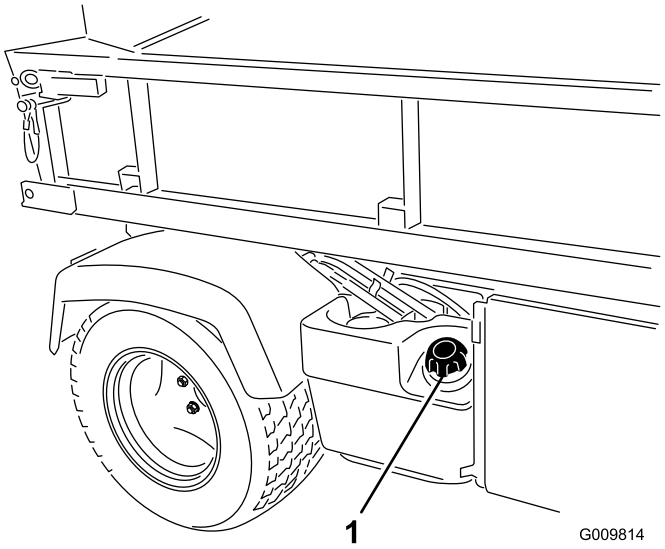

**Figur 16**
2. Ta bort tanklocket (Figur 16).